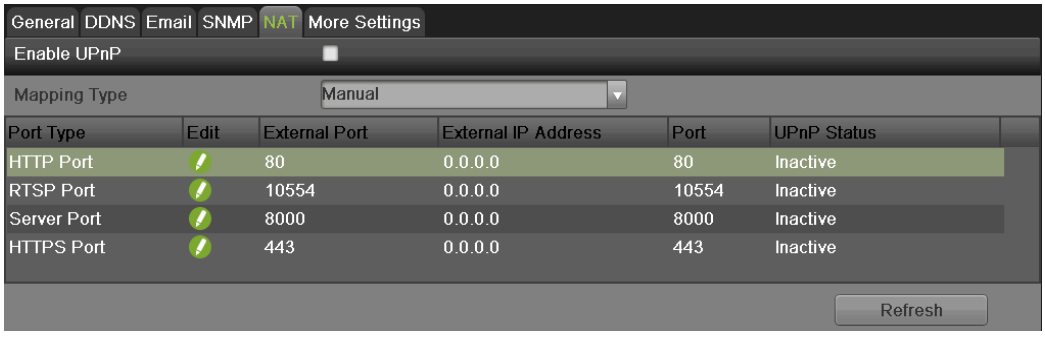

Figure 77 UPnP Settings Menu
1. Select the UPnP tab to enter the UPnP settings interface, as shown in Figure 77.